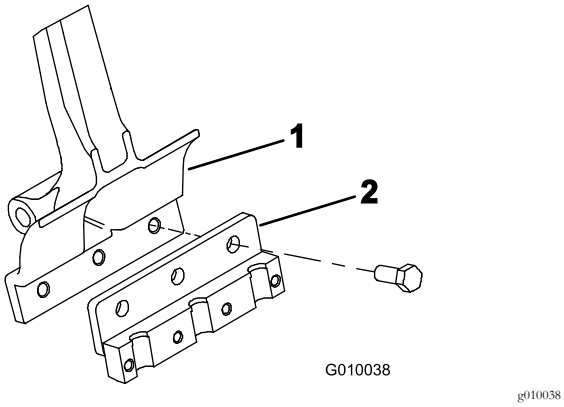

Figur 22
3. Monter en tineholder på hver tinearm med 3 bolte (½ x 1¼ tommer) (Figur 22). Tilspænd boltene til et moment på 101,6 N·m.